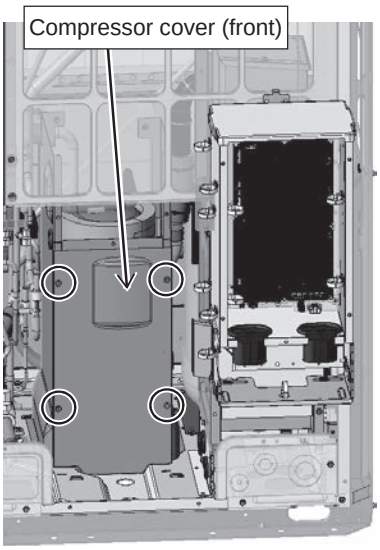

Figure 4
(6) Remove the compressor cover (front). (4 screws as shown in Figure 4.)